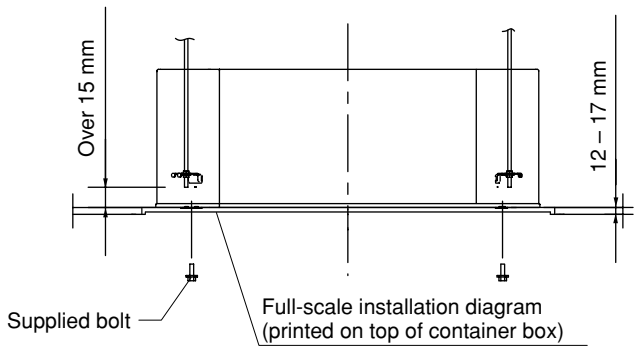

**Fig. 3-4**
(1) When placing the unit inside the ceiling, determine the pitch of the suspension bolts using the supplied full-scale installation diagram. (Fig. 3-4)
(2) The length of suspension bolts must be appropriate for a distance between the bottom of the bolt and the bottom of the unit of more than 15 mm as shown in Fig. 3-4.